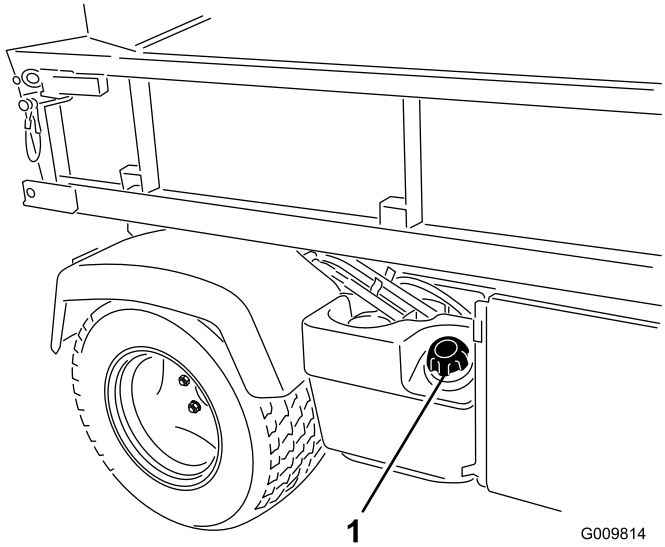

Figur 15
2. Fjern brændstofdækslet (Figur 15).